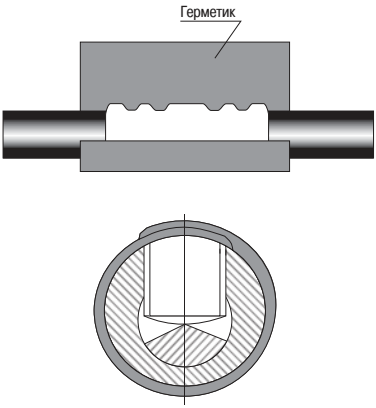

Рисунок 7
4.15 Обезжирить гильзы и прилег ющие к ним уч стки трубок н р сстоянии не менее 50 мм. Обернуть гильзы пл стиной герметик (из комплект «Герметик для гильзы»), для чего снять с одной стороны пл стины бум гу, р сположить её симметрично относительно середины гильзы, кр й пл стины р сположить н мест х срыв головок болтов (пл стин должн полностью з - крыть мест срыв головок болтов) и обернуть гильзу, постепенно сним я бум гу. После обертыв ния гильзы мест срыв головок болтов должны быть з крыты пл стиной в дв слоя. Обж ть пл стину рукой (рисунок 7).